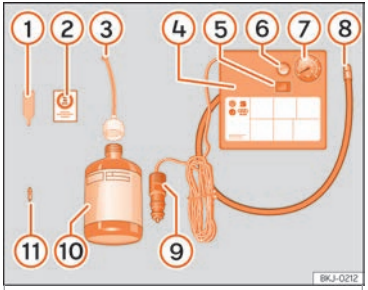

Fig. 104 Standard display: contents of the anti-puncture kit.
The tyre mobility system is located underneath the floor covering in the boot. It includes the following components ››› **Fig. 104**:
Screw the inflator tube ››› **Fig. 104** (8) again and check the tyre pressure on the gauge (7).